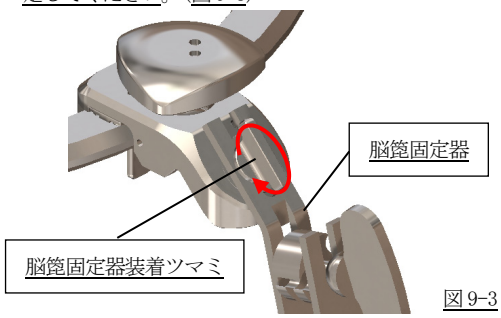

図 9-3
(2)-5 脳篭固定器装着ツマミを時計方向に回し、脳篭固定器を固定してください。(図 9-3)